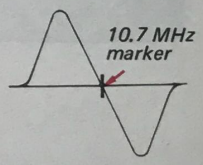

*Fig. 3-5. "S" curve*
3. Turn the core of discriminator transformer (IFT F5) to obtain the S curve response shown in Fig. 3-5.